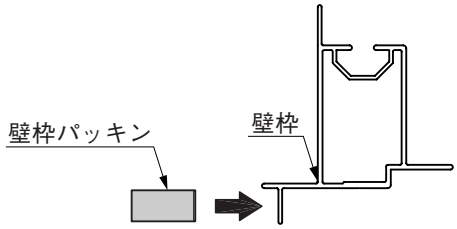

図3-4
❸壁枠に壁枠パッキンを貼り付けてください。（図3-4参照）
❹壁枠に壁枠固定金具を裏板Bと1-③(※1)で仮止めしてください。
❺枠固定材に左右の高さを同じにして、壁枠を1-③で固定してください。
❻枠固定材に仮止めした1-③を本締めしてください。